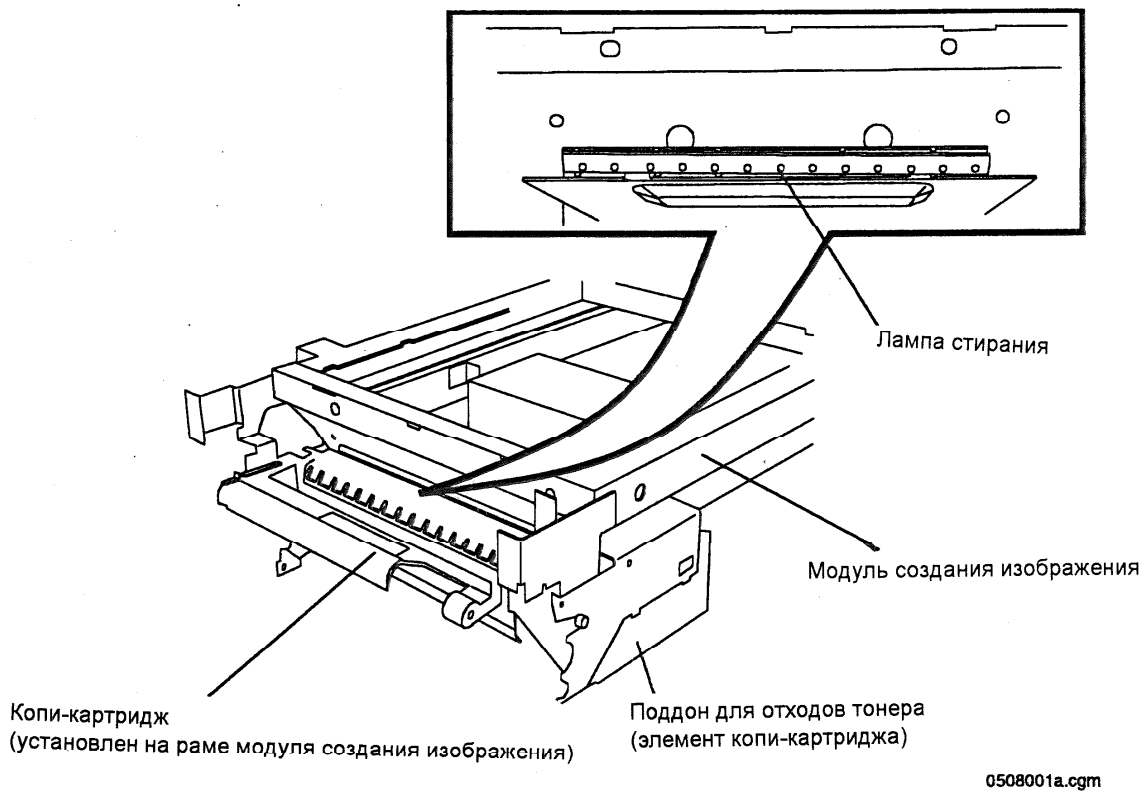

Рис. 3. Лампа стирания
3. Лампа стирания установлена на раме модуля создания изображения и, когда включена, свет попадает через канал в копи-картридже прямо на поверхность фоторецептора, где разряжает участки, очищенные ракелем (см. рис. 3 и 4).